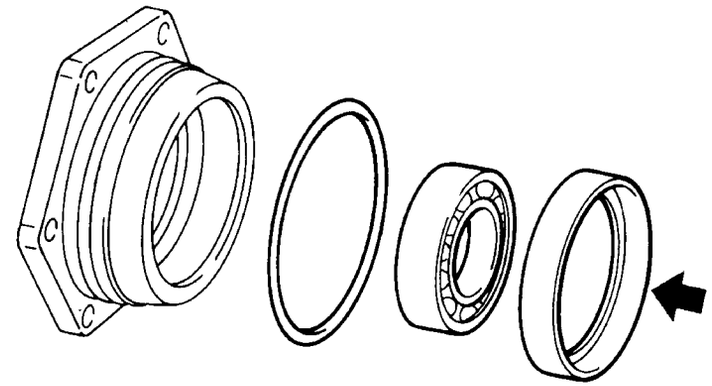

Fig.8
- Install the O-ring, the ball bearing and then the roller bearing outer ring on the hub (**Fig.8**); repeat the operation on the other hub.